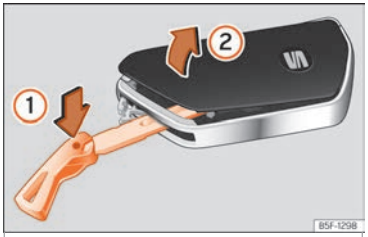

Fig. 83 Clé du véhicule : ouvrir le cache du compartiment de la pile.
• Introduisez le panneton dans la rainure ››› fig. 83, appuyez dessus dans le sens de la flèche ① et détachez le cache en faisant levier ②.